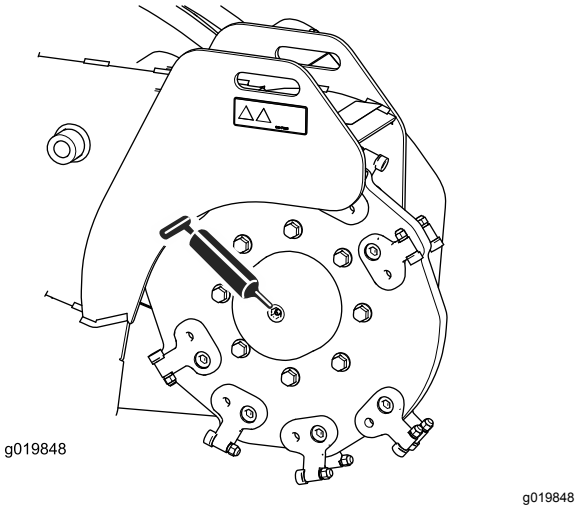
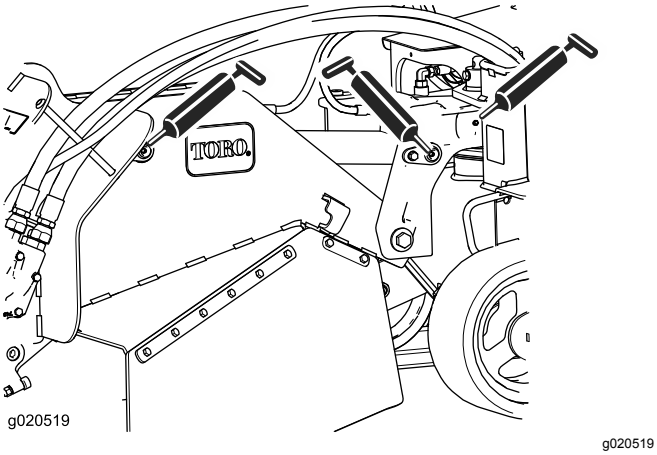

Figur 27
Figur 29
4. Sätt en smörjpistol på varje nippel (Figur 27 till Figur 29).